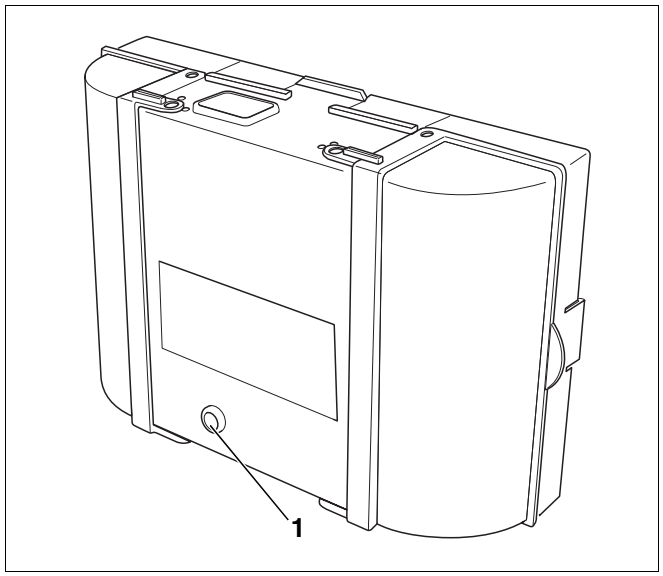

Rys. 42 Przycisk odkłócający SAFe 30 z diodą
- Nacisnąć przycisk odkłócający (rys. 42, **poz. 1**) dłużej niż jedną sekundę. Po ok. pięciu sekundach palnik przechodzi w tryb rozruchu, wzgl. tryb roboczy.